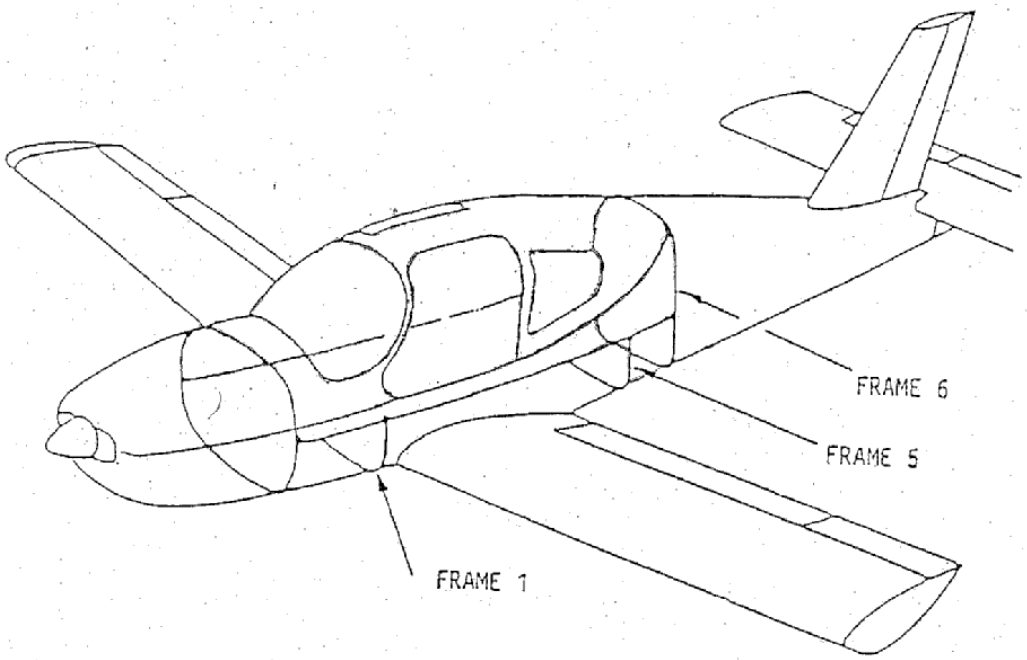

Figure 1.1
(1) Drawing No. 4700-90 Sheets 8 and 9.
(2) Parts list 4700-PL
(3) Section 1, Figure 1.1.
(1) Drawing No. 4700-90 Sheets 4 and 11.